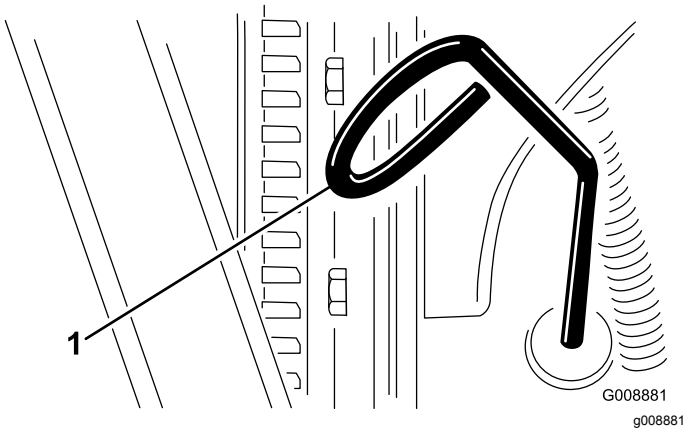

Figuur 43
3. Verwijder de peilstok en veeg deze schoon. Plaats daarna de peilstok weer terug (Figuur 43).